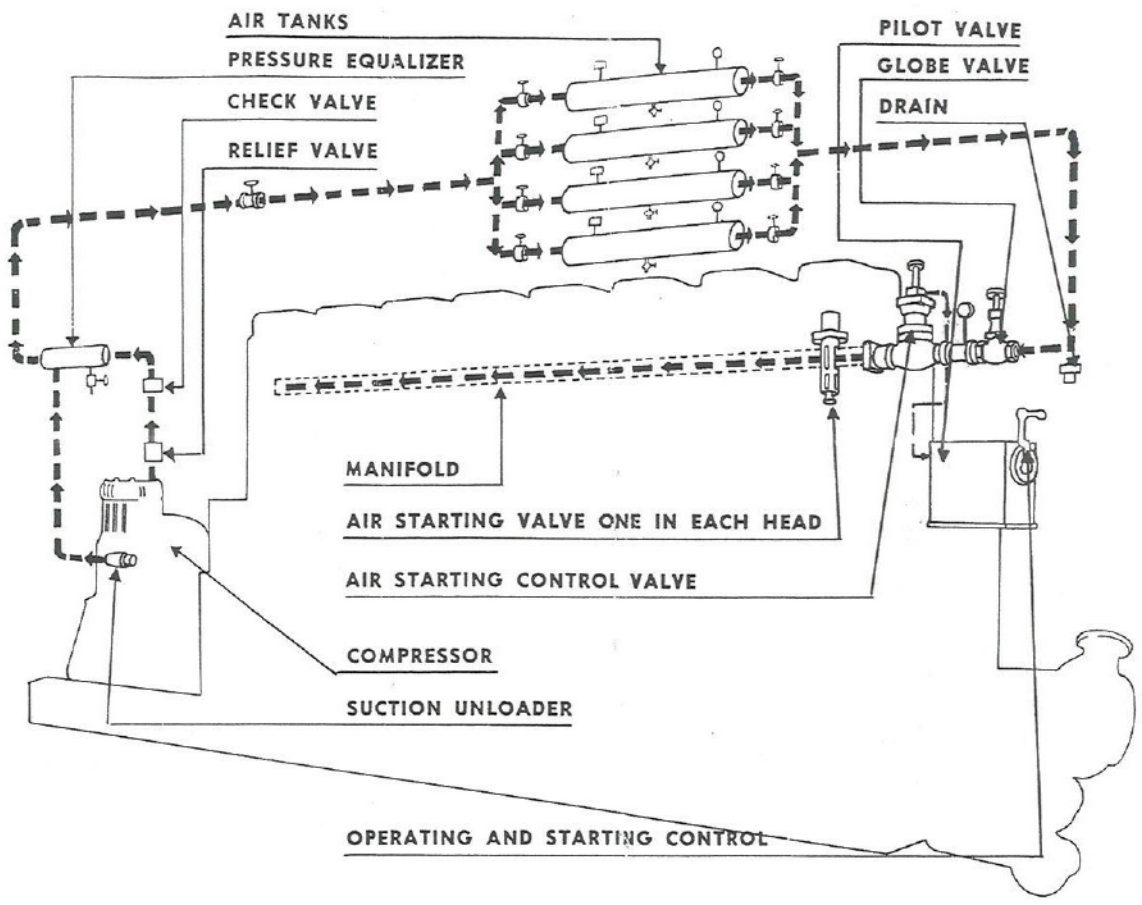
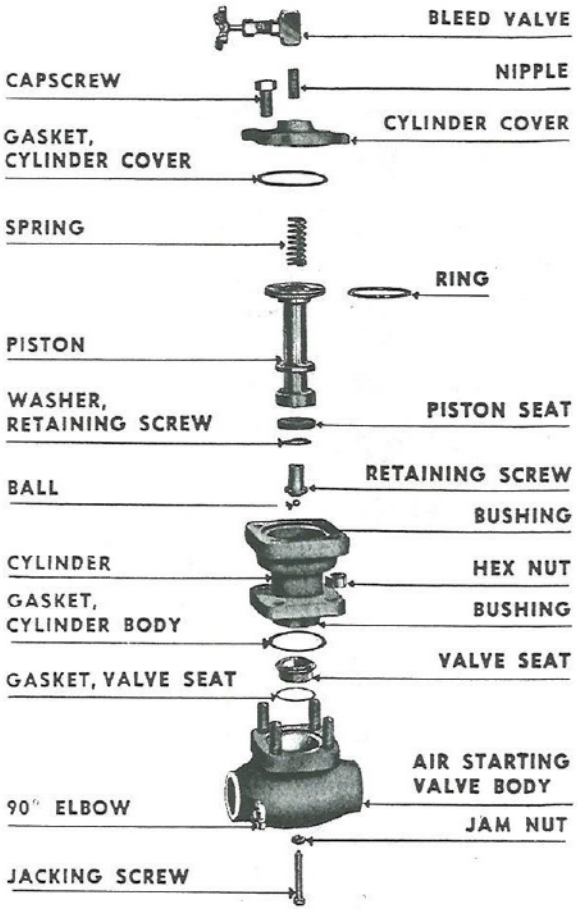

Fig. 60. Air Starting System
Fig. 61. Air Starting Control Valve Parts
65. COMPRESSED AIR STARTING. The Diesel engine burns fuel with hot compressed air. The cylinders must compress the air. This makes it necessary to use some method of starting the engine in rotation until it is able to combust the fuel. As Enterprise engines are known as "full Diesels," starting is accomplished by injecting compressed air into the cylinders on the regular power strokes until the cylinders start firing. The principal units of the air starting system, in addition to the necessary piping and valves, are the compressor, compressed air storage tanks, the air starting control valve, and the air starting valves for each cylinder. Fig. 60 illustrates the air control system and shows the flow of compressed air from the compressor to the cylinders.
b. The compressor also is fitted with an unloading device that stops further compression when the tanks are filled. When the compressor is unloading, a loud whistling sound is made by the escaping air. This can be stopped by disengaging the clutch on the compressor. As illustrated in Fig. 60, the unloader is fitted on the top of the compressor. The unloader holds the suction valve of the compressor as long as the tank pressure is up to the limit. With the suction valve opened, air drawn into the compressor cylinder by the downstroke of the piston is forced out of the suction opening and into the atmosphere on
67. AIR STORAGE TANKS. In Fig. 60, four air storage tanks are shown in the system. Some engine installations have three of these tanks. Each tank is fitted with a spring-loaded safety relief valve to protect the tank
68. AIR STARTING CONTROL VALVE. a. When the operator is ready to start the engine, the globe valve is opened, and air under high pressure enters the air starting control valve on the front end of the engine, as shown in Fig. 60. This air takes the place of the force created by combustion when the engine is running. The full air pressure, therefore, has to "hit" the pistons instantly. Slow building up of the air pressure inside the combustion chamber would not give the full, immediate force exerted on the piston similar to the combustion of fuel. The air starting control valve used is often referred to as a "balanced" valve.
69. PILOT VALVE. The pilot valve is connected to the top of the air starting control valve, as shown in Fig. 60. It connects to the control valve by means of the valve fitting shown at the top of the control valve in Fig. 61. The function of the pilot valve is to "bleed" the air from the top chamber of the air control valve and permit that valve to supply air into the starting air manifold. As explained, the control valve is kept balanced. The pilot valve has a larger opening than the hole through the piston. The pilot valve is a simple stem valve, and is kept seated by the air pressure from the upper chamber of the control valve. When the engine is started, the control lever pushes the stem on the pilot valve down,
68. AIR STARTING CONTROL VALVE. *a.* When the operator is ready to start the engine, the globe valve is opened, and air under high pressure enters the air starting control valve on the front end of the engine, as shown in Fig. 60. This air takes the place of the force created by combustion when the engine is running. The full air pressure, therefore, has to "hit" the pistons instantly. Slow building up of the air pressure inside the combustion chamber would not give the full, immediate force exerted on the piston similar to the combustion of fuel. The air starting control valve used is often referred to as a "balanced" valve.
b. The air starting control valve, disassembled, is illustrated in Fig. 61. The only two moving parts are the piston and the spring. The spring keeps the valve seated when compressed air is not entering the valve. The piston is drilled lengthwise through the center with a small hole. When the globe valve is opened to admit air to the system, the compressed air rushes into the body of the valve and starts to exert upward pressure on the piston. Before the piston can be unseated, however, air escapes to the upper section of the cylinder through the hole in the piston. This air, trapped between the upper end of the piston and the piston cover, or head, exerts as much downward pressure on the piston as the upward thrust on the bottom of the piston. This equalizes the pressure, or results in a "balanced" valve.